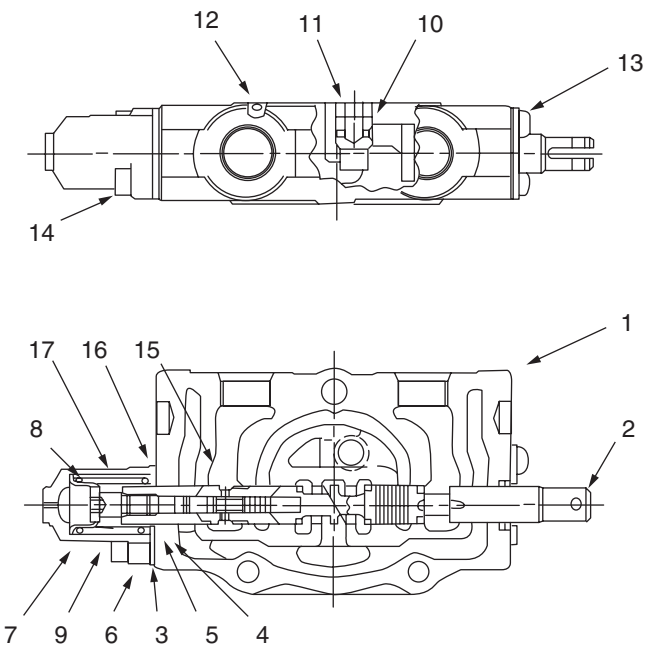
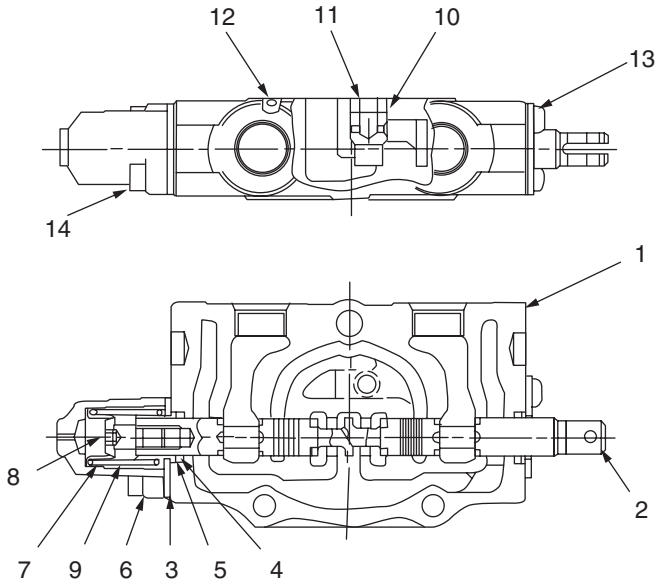

Fig. 40-4
Fig. 40-5
3. In the attached parts lists **Fig. 40-3**, **Fig. 40-4** and **Fig. 40-5**, insert O-ring (**4**) and wiper (**5**) into the seal groove on the spool head side, and then tighten seal plate (**3**) with screw (**10**) or (**13**).
In **Fig. 40-3**, **Fig. 40-4** and **Fig. 40-5**, insert O-ring (4), wiper (5), and seal plate (3) sequentially into spool (2), put spring (9) between spring seats (7), and secure it onto spool (2) with cap screw (8). Grip spool (2) in a vise with hard wood blocks (Fig. 2-1) on both sides to protect the spool from damage. Grease the outer surface of spring (9). Be careful of the orientation of the wiper.